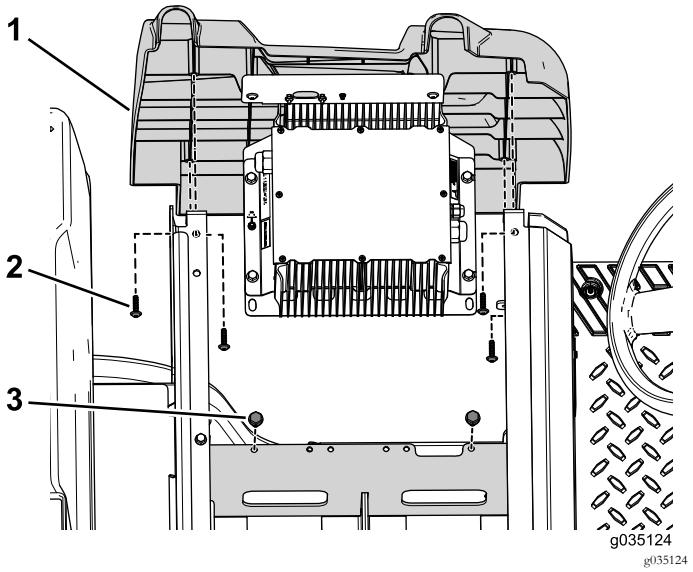

Рисунок 55
4. Выверните два болта крепления кронштейна зарядного устройства к поддону аккумуляторных батарей (Рисунок 55).
5. Выверните 4 самонарезающих винта, крепящих левый боковой кожух к автомобилю (Рисунок 55).